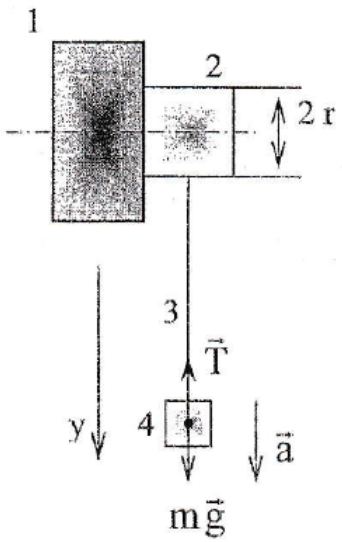

Рис. 3
Рассмотрим опыт, позволяющий на основании уравнения (10) определять момент инерции вращающегося тела. Схема опыта представлена на рис. 3. Тело вращения – маховик 1 со шкивом 2, укрепленный на горизонтальной оси. Вращающий момент сил создается грузом 3, привязанным к навитой на шкив нити:
Установка, общий вид которой представлен на рис.3, состоит из маховика 1 с валом 2, укрепленных на горизонтальной оси вращения. На вал наматывается шнур 3 с грузом 4. Установка оснащена автоматическим устройством измерения времени движения груза. Устройство состоит из блока синхронизации с электрическим секундомером, тормоза, фотоэлектрического створного датчика.